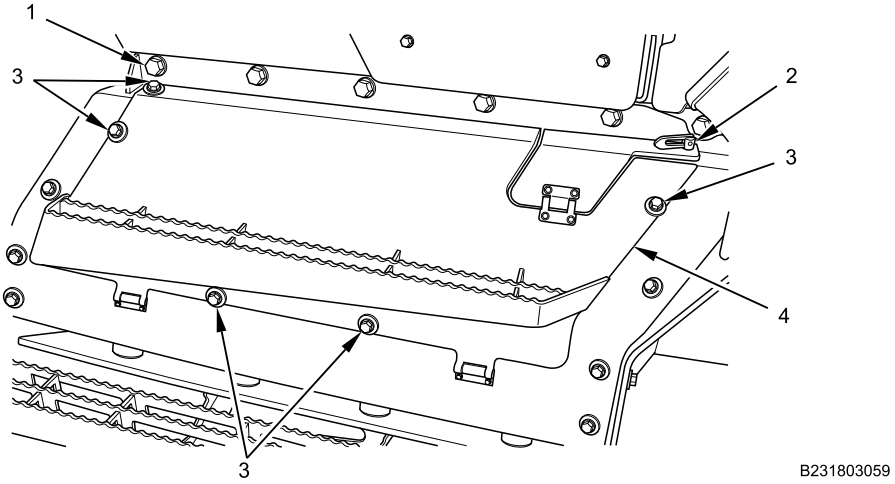

Figure 11. Battery Door.
11. Close battery access door (Figure 11, Item 4), and install five bolts and flat washers (Figure 11, Item 3) and tighten securely.
12. Install rear cab body bolt (Figure 11, Item 1) and tighten securely.
13. Move access door lever (Figure 11, Item 2) to down position.